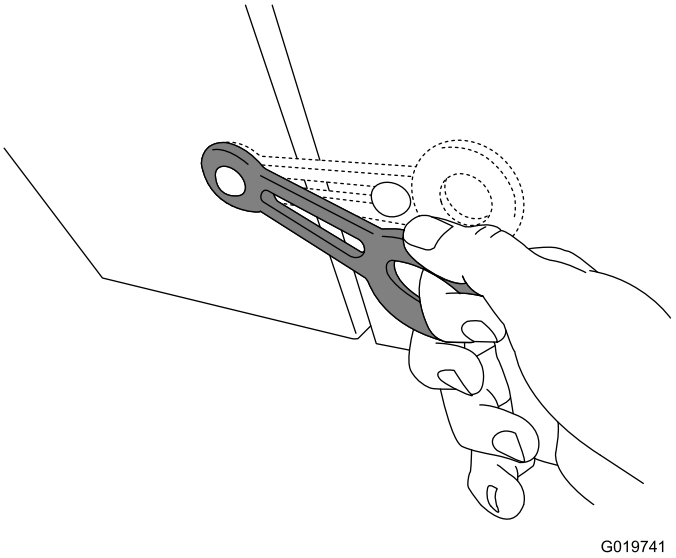

Figure 15
4. Fermez le capot du moteur et verrouillez-le (Figure 15).